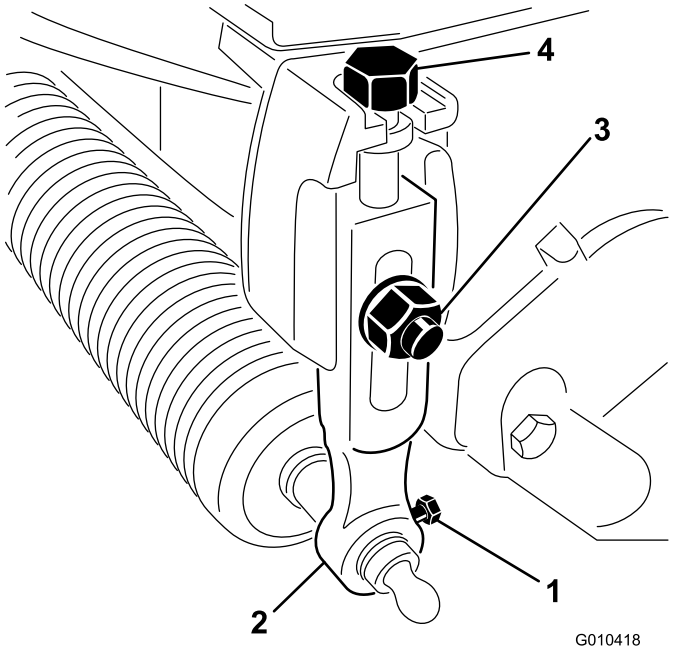

**Figura 1**
2. Afloje los pernos que sujetan cada extremo del rodillo delantero a los brazos de ajuste de la altura de corte (Figura 1).
3. Retire los pernos de cuello cuadrado, las arandelas y las contratuercas que sujetan los brazos de ajuste de la altura de corte a cada unidad de corte, y retire los brazos de ajuste de la altura de corte y el conjunto del rodillo (Figura 1).
4. Retire los pernos de ajuste de la altura de corte de los brazos de ajuste de la altura de corte (Figura 1).